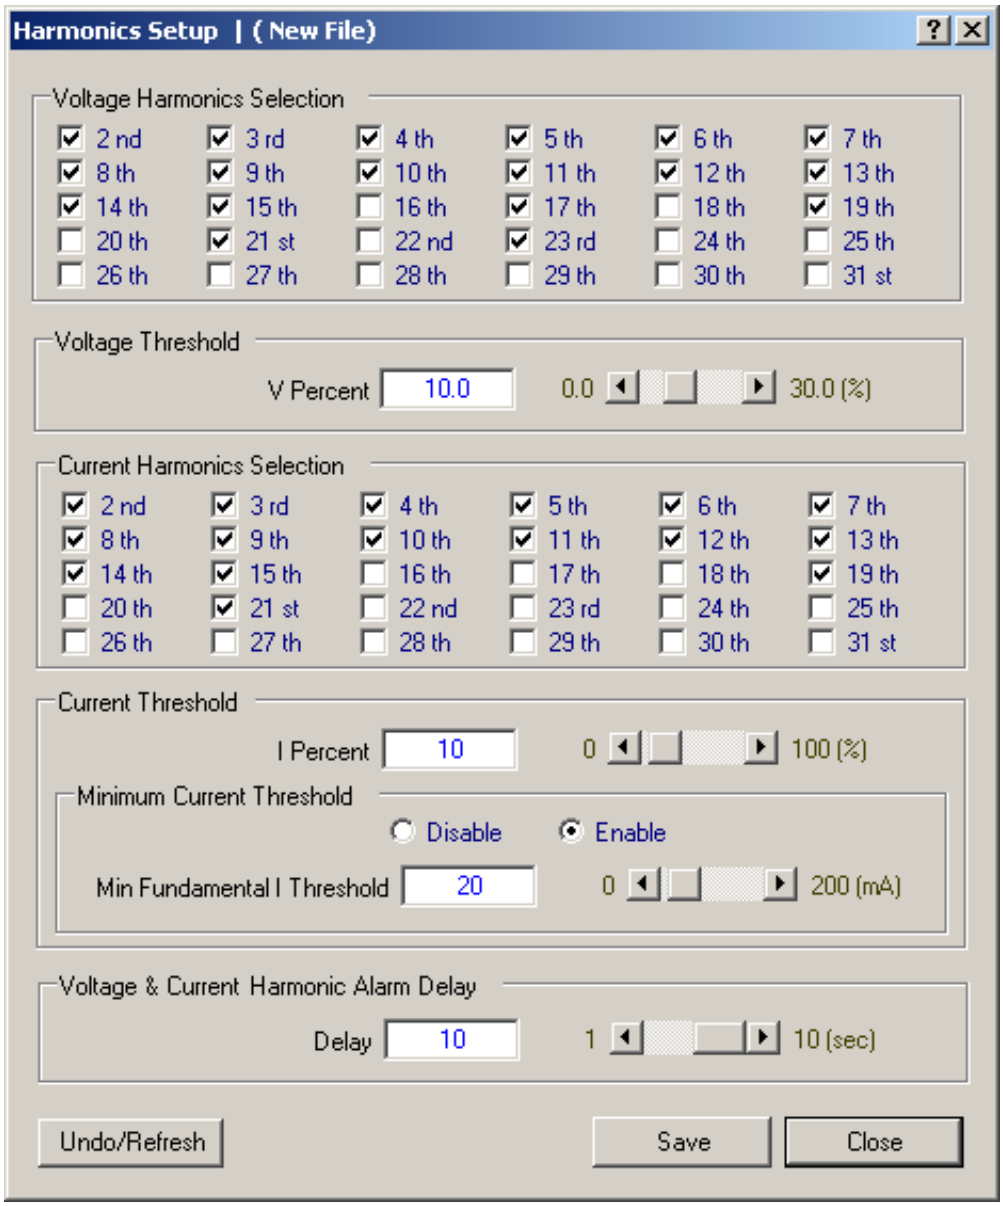

Figure 4-46 Harmonics Setup Dialog Screen
1. Select **Setup/Harmonics Setup** from the TapTalk® toolbar. TapTalk will display the Harmonics Setup dialog screen (Figure 4-46).